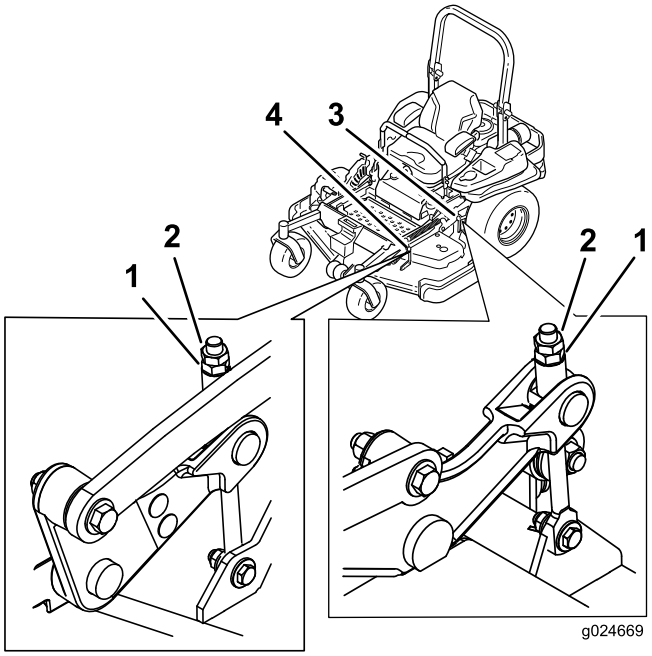

Figur 84
9. Finjustera vid behov det främre däcket genom att vrida justermuttern (se Figur 84).
15. Finjustera genom att vrida justeringsskruven så att höjden blir 8,3 mm (Figur 84).